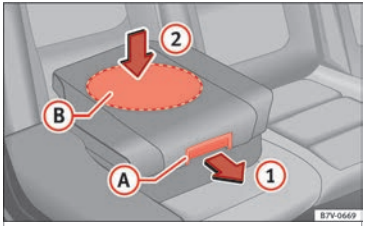

Fig. 32 Integrated child seats. lowering the cushion
- Pull the unlock lever ››› **Fig. 32** (A) on the cushion in the direction of the arrow (1). »
- Push the cushion down through the *central* area (B) in the direction of the arrow (2) until it safely engages ››› ❗. The side supports fold away automatically.
When lowering the integrated child seat, only press on the centre of the cushion ››› Fig. 32 (2). Otherwise the cushion could bend and not engage properly.